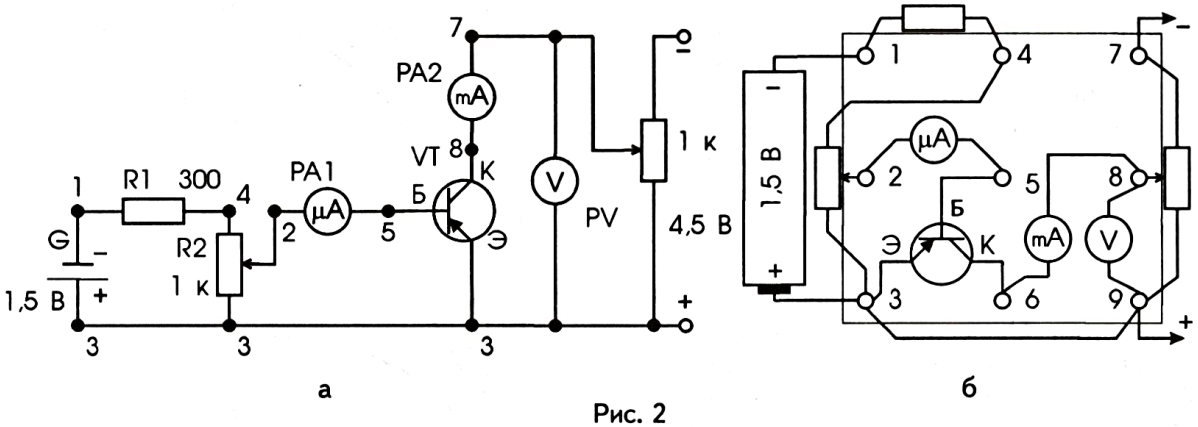

Рис. 2
Схема установки для исследования зависимости силы тока $I_к$ коллектора от напряжения $U_к$ между коллектором и эмиттером при постоянных значениях сил базового тока $I_б$ изображена на рис. 2. Напряжение смещения на базе (сила базового тока) устанавливается переменным резистором **R2**. Напряжение на коллекторе, измеряемое вольтметром PV, регулируется переменным резистором **R3**.
1. Каковы назначения деталей и приборов, используемых в установке, изображенной на рис. 2?